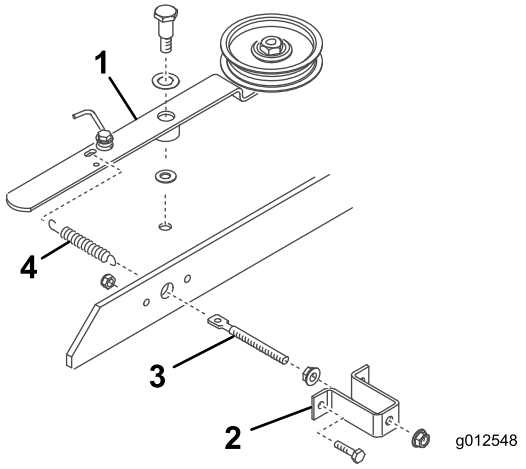

Figura 20
3. Enrosque uma porca flangeada (5/16-18 pol.) aproximadamente 5 cm na barra roscada (Figura 20).
4. Instale a extremidade da barra roscada através do furo grande no suporte da mola e prenda-a com outra porca flangeada (5/16-18 pol.) (Figura 20). Não aperte as porcas flangeadas.
5. Instale a outra extremidade da barra roscada através do furo na barra e prenda-a com o suporte da mola à barra com 2 parafusos e porcas de bloqueio (Figura 20).
6. Prenda o laço curto da mola no furo na barra roscada e o laço comprido no furo no braço intermédio (Figura 20).
7. Monte o braço da polia intermédia na plataforma com as seguintes peças, por esta ordem: um parafuso de articulação (3/8-16 pol.), uma anilha de encosto (1/2 pol.), o braço intermédio, uma anilha de encosto (3/8 pol.), a plataforma e uma porca de bloqueio (3/8-16 pol.) (Figura 20). (Não aperte as porcas flangeadas na barra roscada nesta altura. Ajuste a tensão da mola depois de o conjunto do soprador e a correia terem sido instalados.)